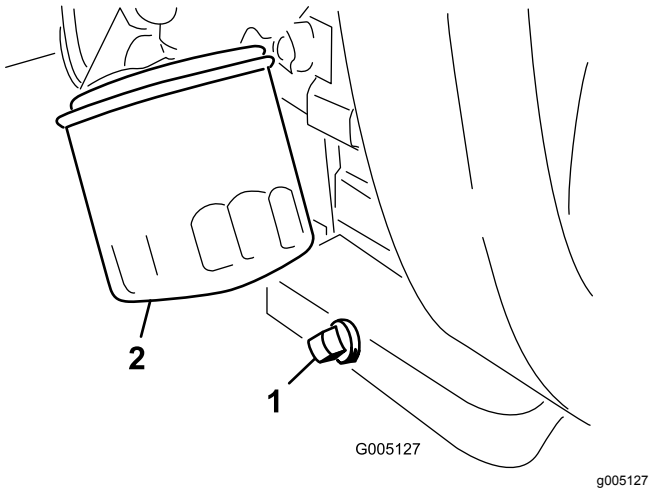

Figur 47
1. Ta bort avtappningspluggen (Figur 47) och låt oljan rinna ned i ett kärl. Sätt tillbaka avtappningspluggen när oljan har slutat rinna.
2. Avlägsna oljefiltret (Figur 47). Stryk på ett tunt lager ren olja på den nya filterpackningen.